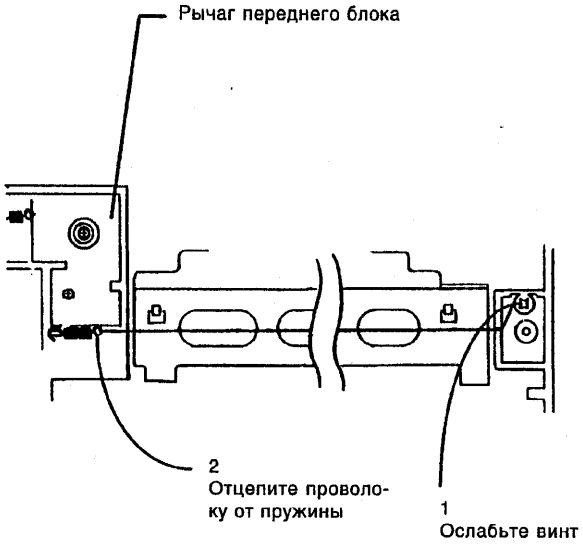

Рисунок 1. Снятие нити коротрона переноса
2. (рис. 1) Снимите нить коротрона.